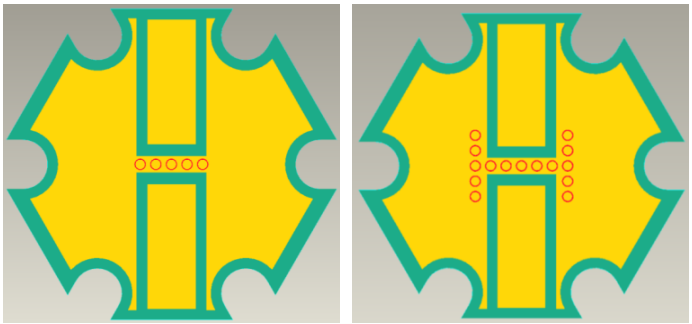

Figure 9: FR-4 board with five and fifteen 0.7-mm-diameter vias and 1-mm pitch
Chart 3 shows the effect of various filling materials for 0.7mm-diameter vias with 1mm center-to-center spacing for both 1.6-mm and 0.8-mm board thicknesses as shown in Figure 9. The data indicates solid copper filled vias result in lower thermal resistance while unfilled vias deliver higher thermal resistance. Rounding out the discussion, a via filled with solder or conductive epoxy doesn't perform much better than an unfilled via.
Table 5 below contains data from two sets of XLamp XP-C LEDs mounted on star boards. Three are mounted on 1.6mm-thick FR-4 boards with 5 vias (similar to Figure 9) and three 1.6mm-thick aluminum clad boards. The PCBs were mounted to a heat sink with thermal adhesive [7]. Measurements were taken at 350mA (I_f) and at an ambient temperature of 20 degrees Celsius (T_a) of the forward voltage (V_f), case temperature (T_c). With these measurements the power (P), junction temperature (T_j), case-to- ambient thermal resistance (θ_{ca}), and PCB thermal resistance (θ_{pcb}) can all be calculated per the following equations: